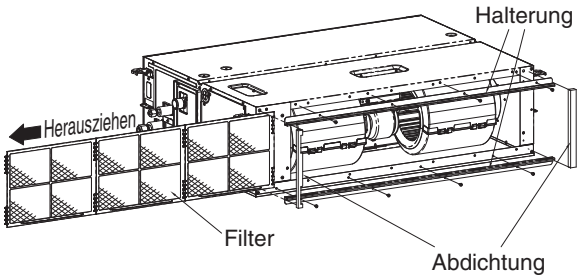

Abb. 3-15
(1) Zunächst den Filter im Gehäuse für die elektrischen Komponenten der Einheit in Pfeilrichtung herausziehen. (Abb. 3-15)
(2) Dann die Abdichtung, die Halterung und den Filter an der Seite des Lufteinlasses entfernen. (Abb. 3-15)